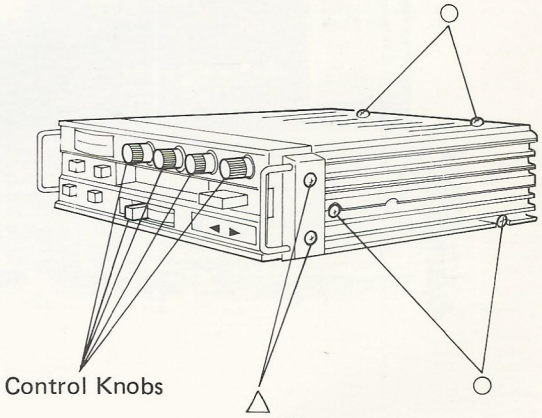

Figure 2
(1) Pull out nose piece knobs as shown in Figure 2.